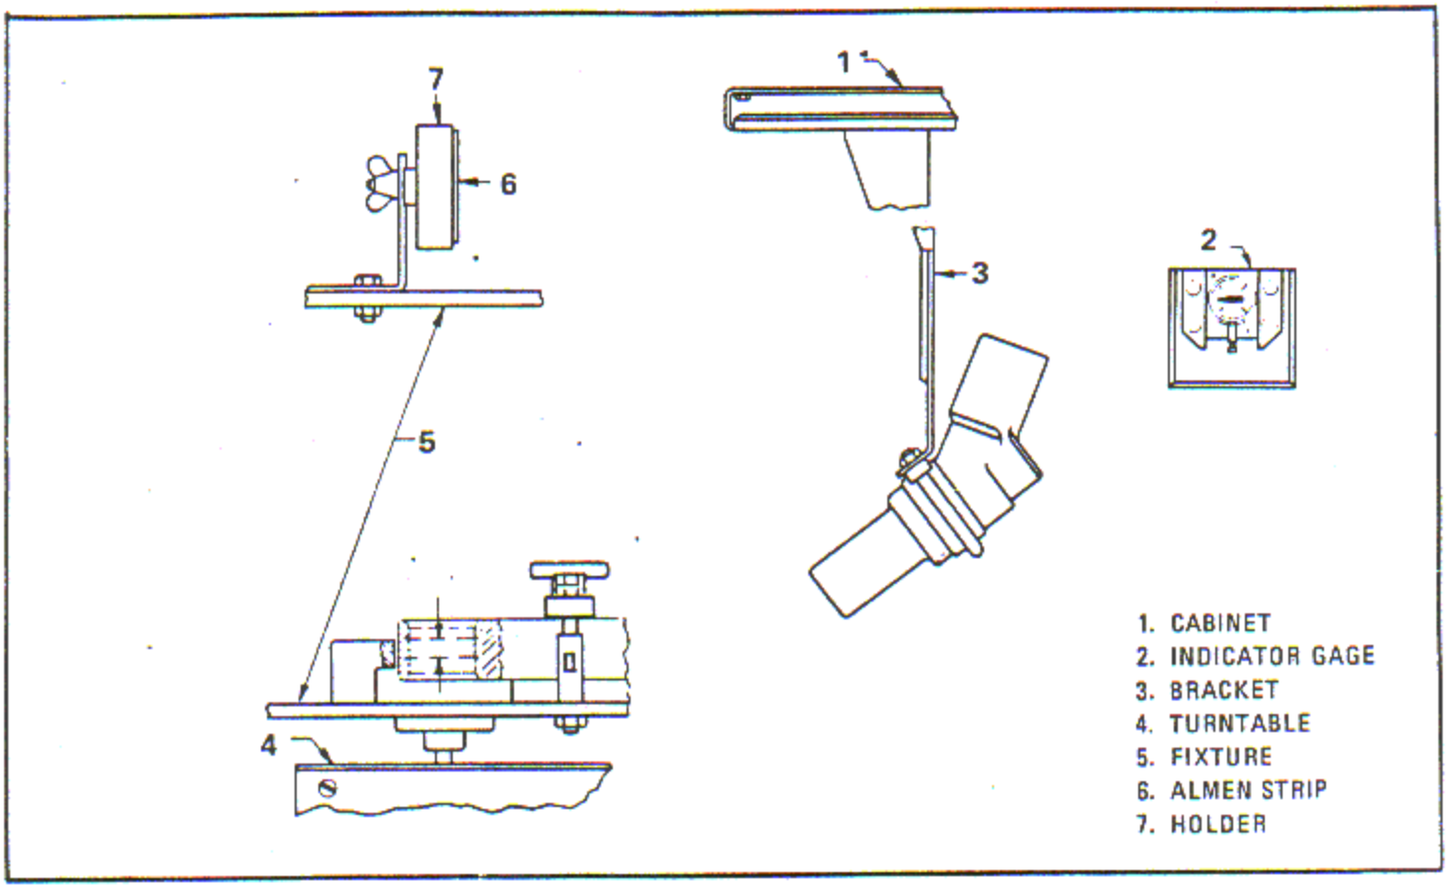

Figure 6-112. Shot Peening Knuckle/Piston Pin Holes
c. The intensity of shot peening is optional between broken line as shown in figure 6-112.